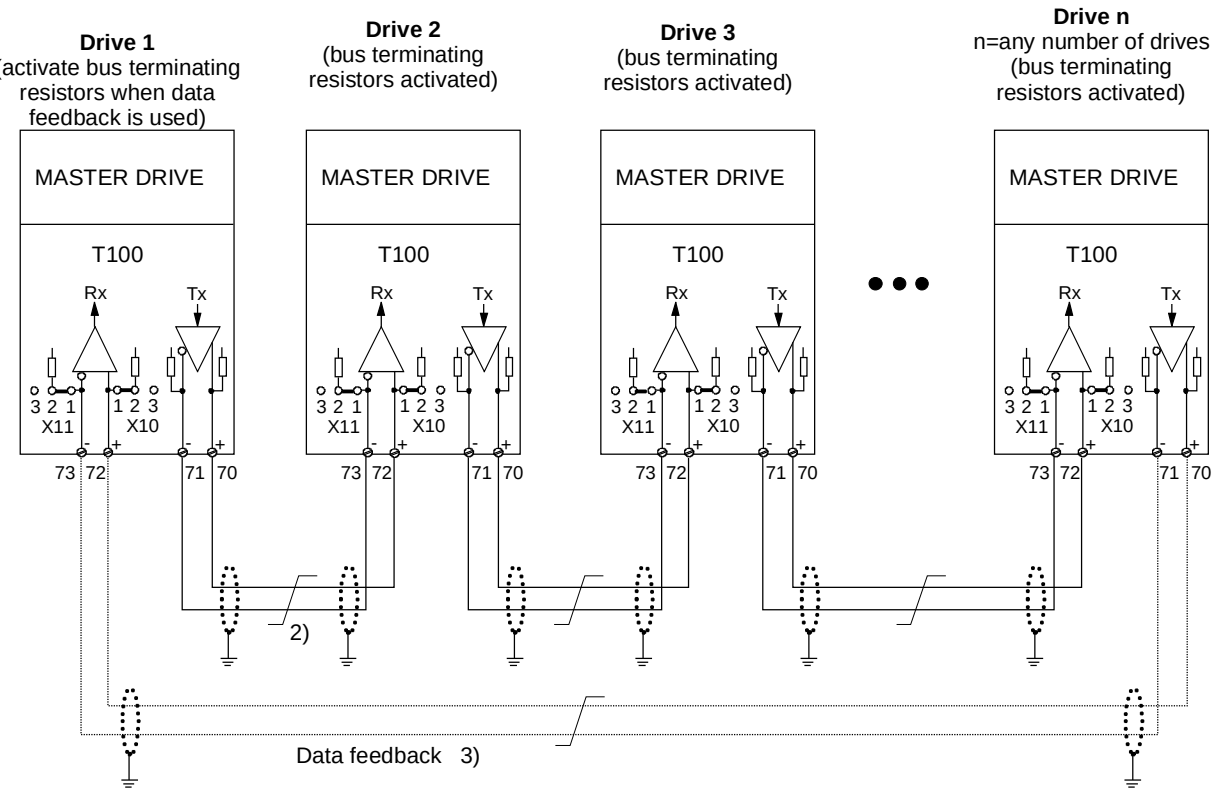

Fig. 3.6.2: Peer connection type "Series"
With the "Series connection" (Fig. 3.6.2), the first drive in the peer string can monitor the entire string if the transmit cable of the last drive is coupled back to the receive input of the first drive.
The peer-to-peer connection is flexible. Figs. 3.6.2 to 3.6.4 show the 3 possible types of peer-to-peer connection.
- The signals can flow through the drives in a **series connection** (Fig. 3.6.2); with this connection type, each drive processes the data as required before passing them on to one other drive (classic setpoint cascade).
1), 2): see Fig. 3.6.2
1), 2) see Fig. 3.6.2.